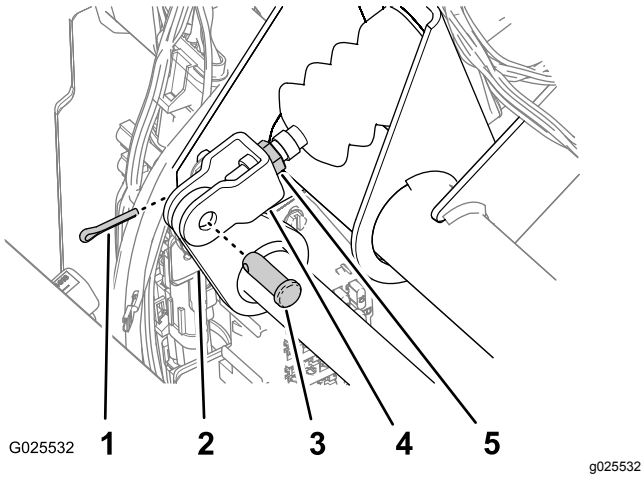

图76
2. 取下将主汽缸轭固定到刹车踏板枢轴上的开口销和柱销图76。
4. 松开将汽缸轭固定至主汽缸轴的锁紧螺母图76。
5. 调节汽缸轭直至它的孔与刹车踏板枢轴中的孔对齐图76。
6. 使用之前卸下的柱销和开口销将汽缸轭固定到踏板枢轴图76。
7. 拧紧将汽缸轭固定至主汽缸轴的锁紧螺母图76。